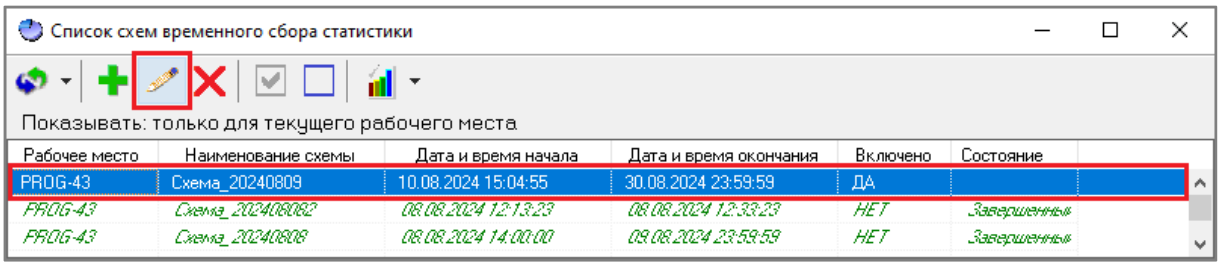

Рисунок 12-118 Редактирование схемы ВСС через панель инструментов окна "Список схем временного сбора статистики"
– либо нажмите кнопку «Редактировать схему» на панели инструментов (см. п. 12.6.1.1) окна «Список схем временного сбора статистики» (см. Рисунок 12-118);